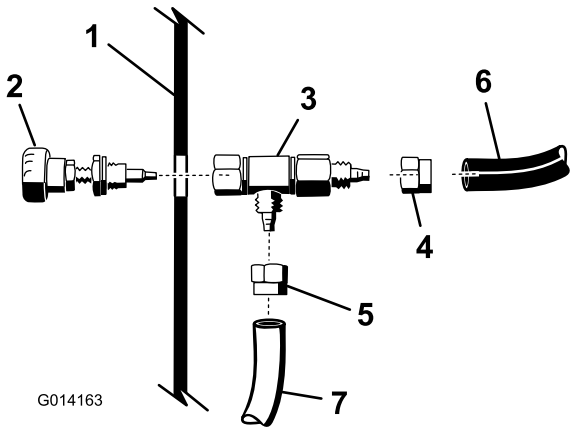

Figur 20
5. Løsn den møtrik, der holder grebsamlingen fast på T-stykket som vist på Figur 20.
6. Monter det blå og det hvide rør fra skumslangerne under instrumentbrættet på reguleringsventilens ventilhus som vist i Figur 20.